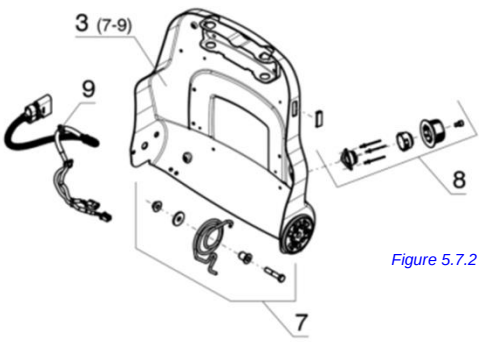

Figure 5.7.2
b) For assembly contents with one quantity per position, the contents can be specified by sequential numbering, e.g. “3 (7-9)” *(see Figure 5.7.2).*